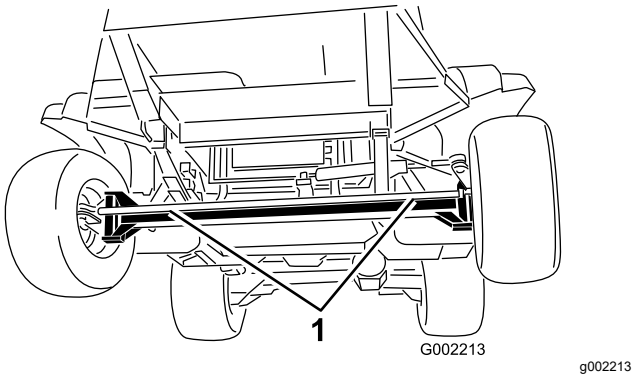
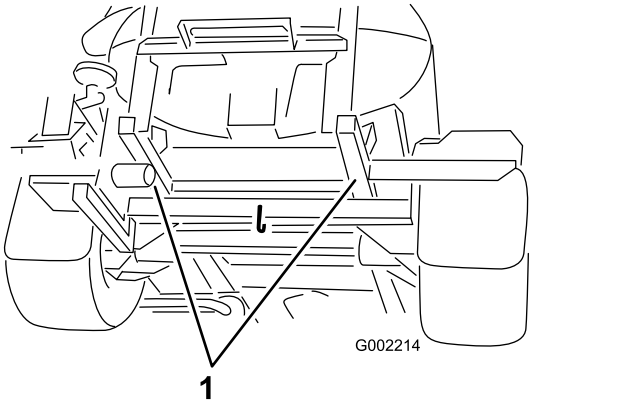

**Bild 61**
**Bild 62**
4. Bringen Sie eine Schleppleine am Rahmen an, siehe Abschleppstellen vorne und hinten (Bild 61 und Bild 62).